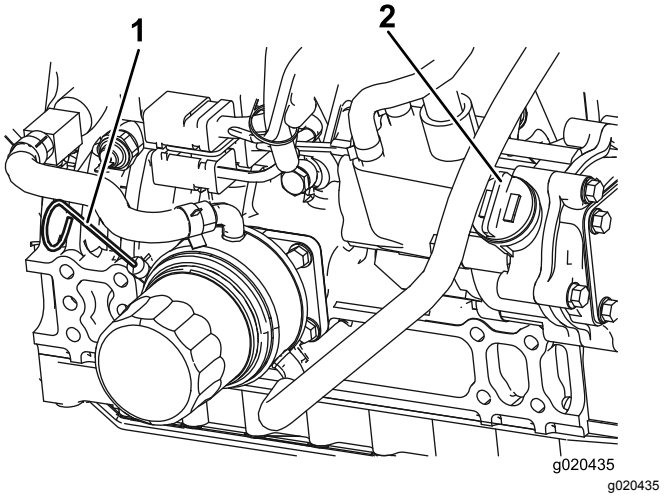

Figur 59
3. Ta ut oljestickan, torka av den, sätt tillbaka den i röret och dra ut den igen. Oljenivån ska ligga mellan fullmarkeringen och påfyllningsmärket (Figur 59).
4. Om oljenivån är låg ska du ta bort påfyllningslocket (Figur 59) och fylla på med olja tills nivån ligger mellan fullmarkeringen och påfyllningsmärket. **Fyll inte på för mycket.**